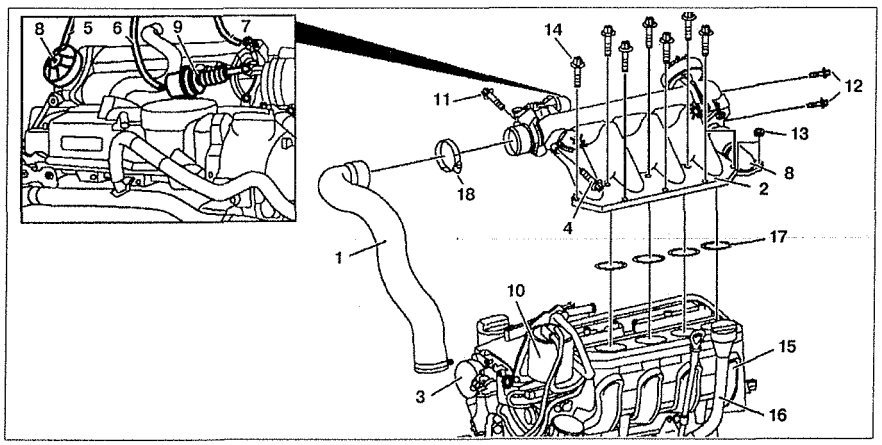

Рис. 5.7. Смешивающая камера с клапаном рециркуляции отработавших газов:
3. Снимите хомут **18** крепления трубки подачи сжатого воздуха **1** к смешивающей камере **2** и отсоедините трубку **1** (см.рис.5.7).